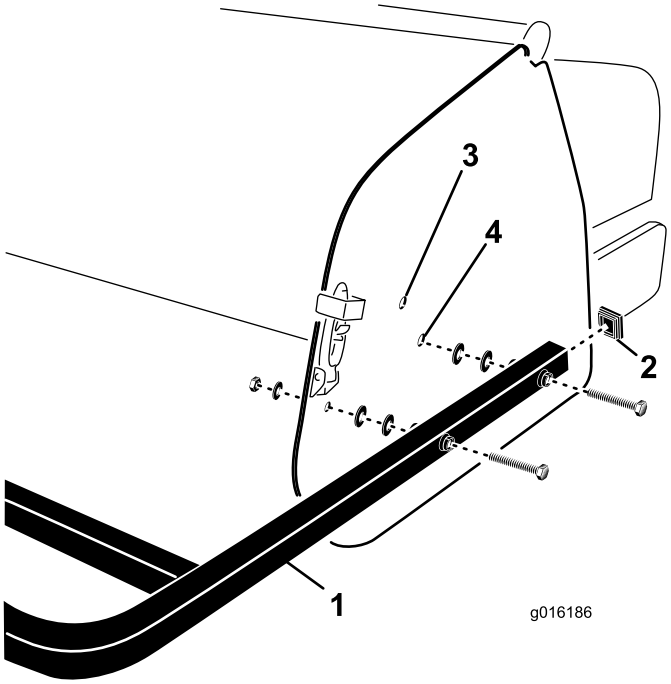

Figur 29
1. Sett endedekslene inn i endene på rørene på bakre vern (Figur 29).
2. Plasser hullene i monteringsrørene på bakre vern på linje med hullene i luftemaskinens sideplater (Figur 29).
3. Fest monteringsrørene på vernet til sideplatene med (4) skruer, flate skiver og muttere (Figur 29).